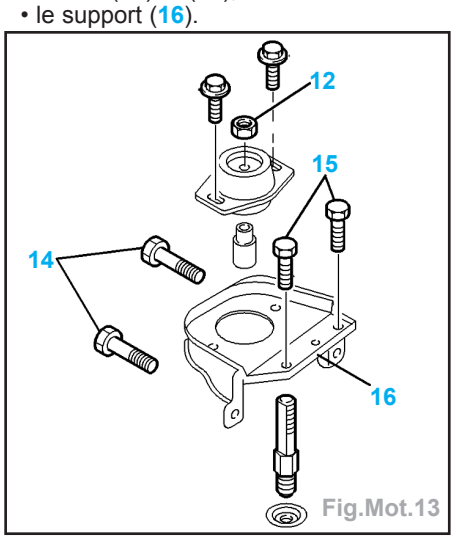

Fig.Mot.13
- Déposer (Fig.Mot.13) :
- l'écrou (12),
- les vis (14) et (15),
- le support (16).